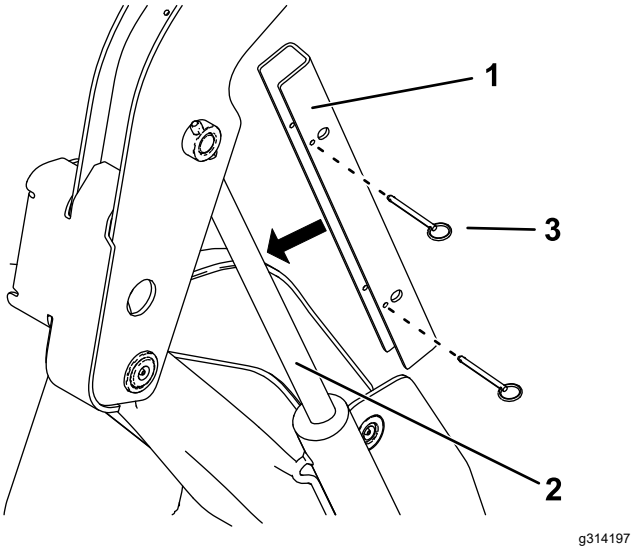

Figur 31
5. Placera cylinderlåset över lyftcylinderstaven (Figur 31).